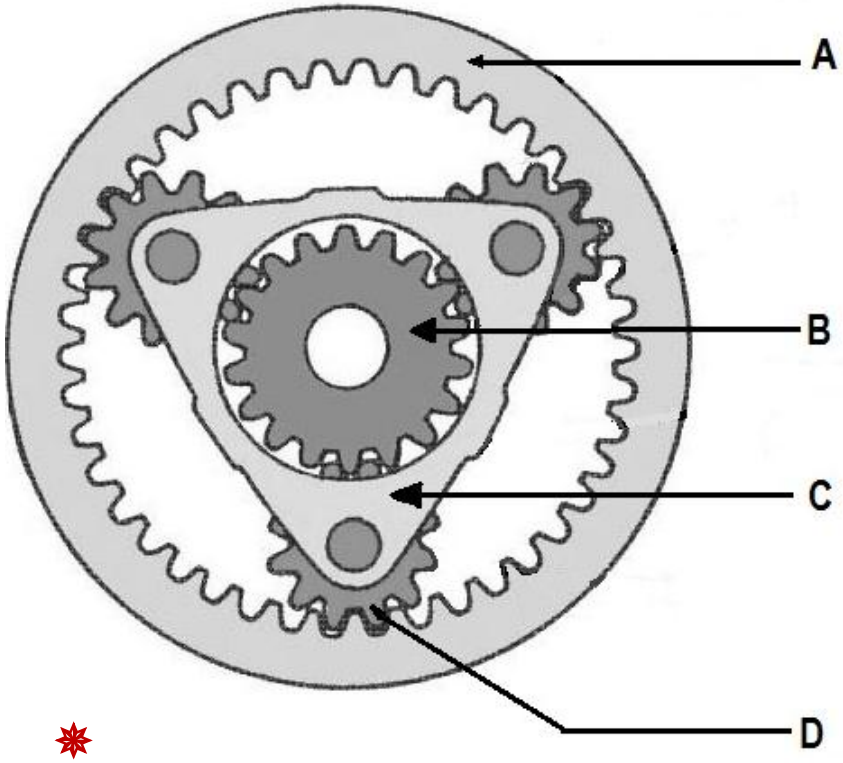

Figuur 2
Vóór Vraag 3.1 beantwoord word, moet alle kandidate 'n tabel op hulle antwoordblad trek soos hieronder geïllustreer word. Die antwoord op Vraag 3.1.1 tot Vraag 3.1.3 moet beantwoord word soos aangedui in die voorbeelde wat op die tabel ingesluit is. Die komponente moet geïdentifiseer word uit Figuur 2 hier onder.
3.1 FIGUUR 2 hier onder toon komponente van 'n episikliese ratstel. Verskillende resultate kan verkry word deur die verskillende komponente wat op die diagram aangedui word, te sluit of aan te dryf.